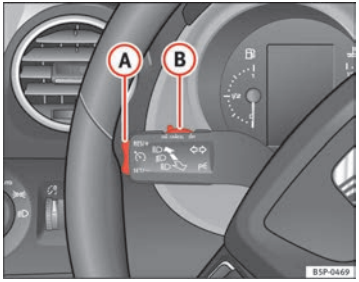

Fig. 151 Indicator and main beam headlight lever: switch and rocker switch for the cruise control
– Push the switch ⇒ fig. 151 (B) to the left to **ON**.